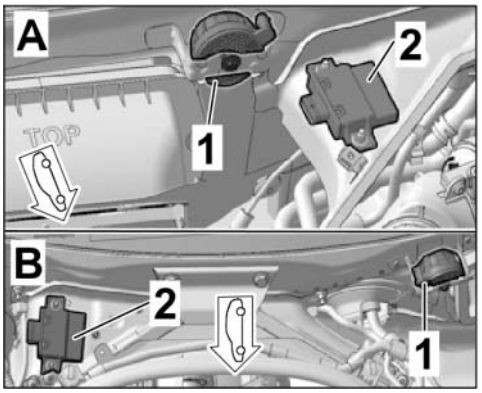

Figure 7
– Installation positions on LHD vehicle (⇒ *Figure 7* **-A-**)
2.1 Position engine noise control unit on M6 studs (2 x) in the plenum panel and secure with two M6 hexagon nuts (2 x) (⇒ *Figure 7*).
2.2 Guide pin on underside of engine noise pulse sender into the bore on the holder in the plenum panel. Secure engine noise pulse sender, **facing the windscreen**, with an M6 hexagon nut (1 x) **in the** plenum panel holder (⇒ *Figure 7*).